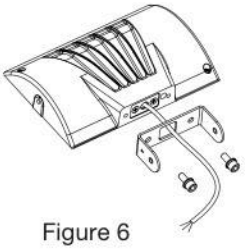

Figure 6
STEP 1: Pass the wires through the hole of the yoke hardware and secure with screws (Figure 6).
ÉTAPE 1: Passez les fils dans le trou de la ferrure de l'étrier et fixez-les avec des vis (Figure 6).